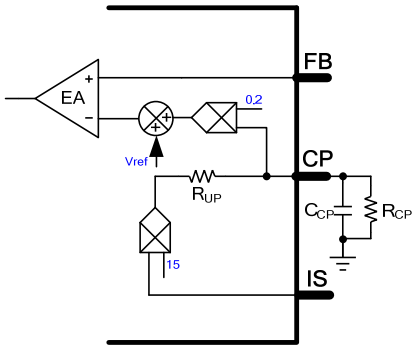

Figure 10: Cable Drop Compensation
As described in Figure 10, the CP voltage is proportional to the IS voltage. The IS voltage increases 15 times on CP. Then the voltage on CP is multiplied by 0.2 and is added to V_{REF} (typically 1V) to compare with V_{FB}. One 1μF ceramic capacitor is recommended on CP. The CP voltage can be adjusted by connecting a resistor to CP. Calculate the CP voltage with Equation (17):